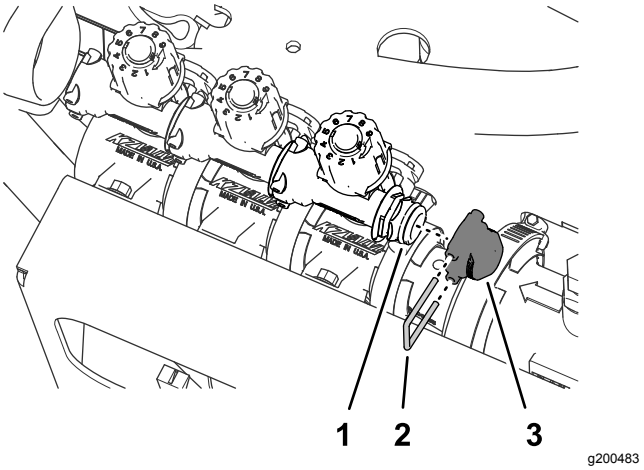

Figuur 63
3. Verwijder de borgclip waarmee de dop bevestigd is aan de snelkoppelfitting van de omloopklep (Figuur 63).